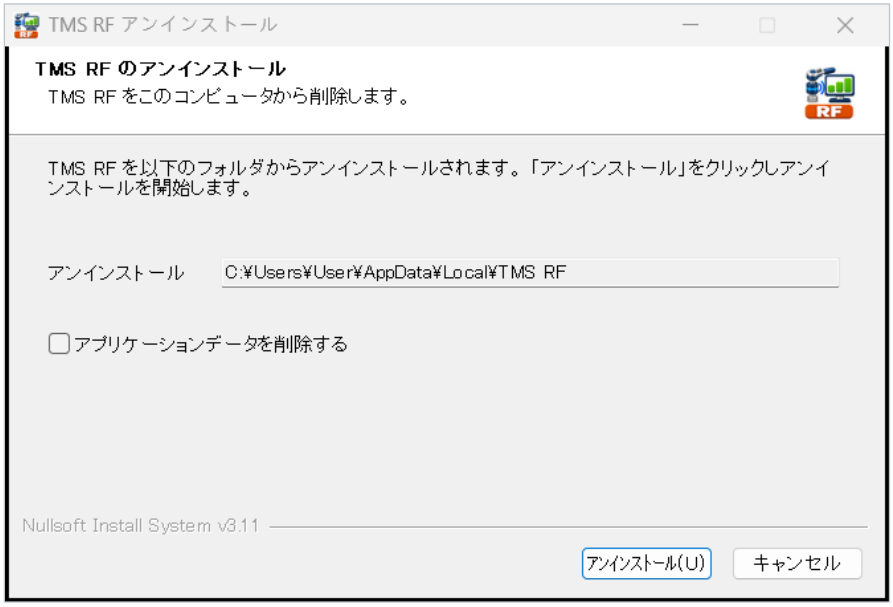

図 17-2　TMS RF のアンインストール
4. 「TMS RF のアンインストール」ウィンドウが表示されます（図 17-2）。データを残す場合は、「アプリケーションデータを削除する」を選択しないでください。